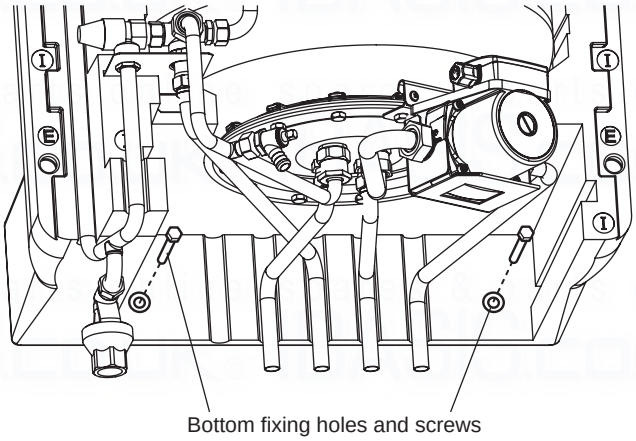

Fig. 14
6. Adjust the cylinder on the mounting bracket until the bottom fixing holes are lined up then secure the cylinder to the wall with the two screws supplied as shown in Fig. 14.